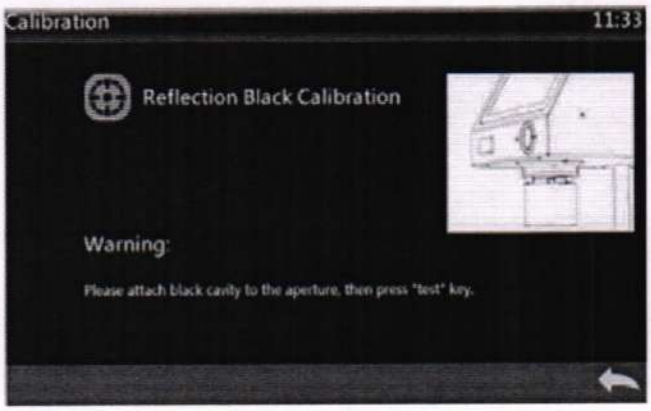
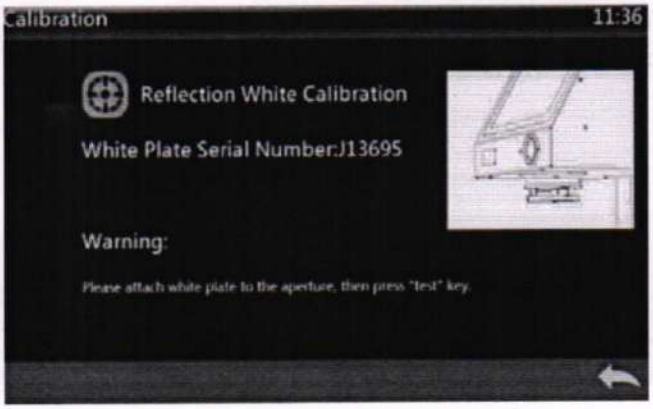

Рисунок 4 – Окно калибровки по чёрному образцу «Black Calibration»
Рисунок 5 – Окно калибровки по белому образцу «White Calibration»
8.8.1.3 На экране появится окно калибровки по чёрному образцу «Black Calibration» (рисунок 4) или по белому образцу «White Calibration» (рисунок 5). В правой части экрана будет схематическое изображение прибора с установленным необходимым образцом или изображение необходимого образца. На экране калибровки по белому образцу «White Calibration» (рисунок 5) указан серийный номер белого образца. Необходимо сверить серийный номер, указанный на белом калибровочном образце из состава прибора, с номером, отображённым на экране.
8.8.1.4 Установить белый или чёрный образец в соответствии с информацией на экране и нажать кнопку «Измерение» для проведения измерения (рисунок 6). Прибор произведёт измерение образца и перейдёт к следующему шагу калибровки (рисунок 4 или рисунок 5).